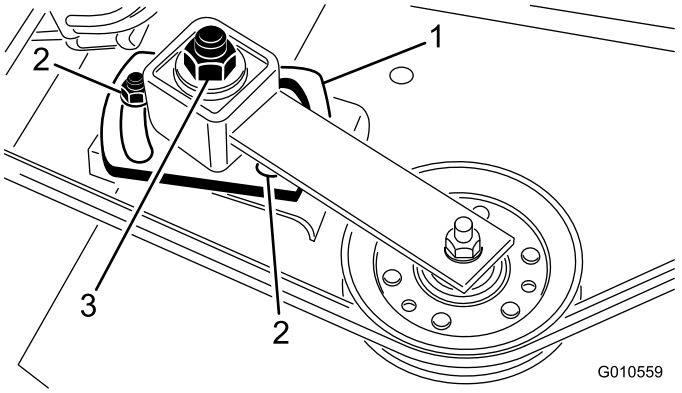

Figur 30
5. Stram justeringsmutteren for lederullen til 47–54 Nm ved hjelp av en pipe- og en momentnøkkel (Figur 30).